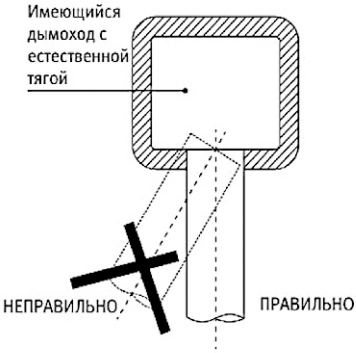

Рис.8
-Выпускная труба должна иметь перпендикулярное присоединение относительно противоположной внутренней стенки дымохода (см. рис.8);